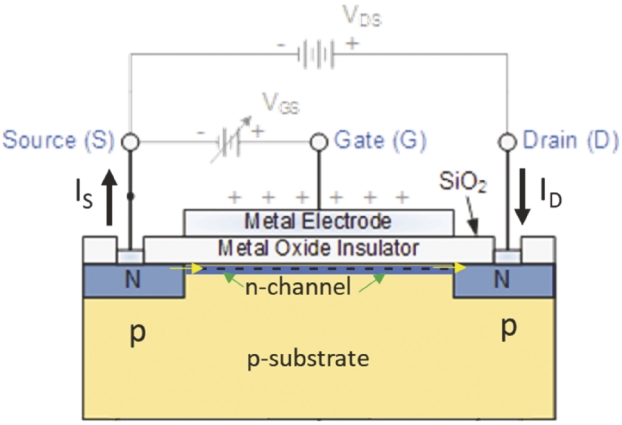

**FIGURE 7.24** Cross-section of an n-channel MOSFET.
Now let's look at MOSFETs. Figure 7.24 is a cross-section of a MOSFET. MOSFETs come in two basic flavors, namely n-channel and p-channel, which describes whether current inside the MOSFET is carried by electrons or by holes, respectively (but not both, as this is a unipolar device). We limit this discussion to n-channel devices, n-MOSFETs, only because the voltages are all positive and we avoid a bunch of minus signs.
As shown in Fig. 7.24, the input to an n-MOSFET is a capacitor at the **gate** (G) formed by a metal layer, which is the gate electrode, an oxide layer, the **gate oxide**, which is the capacitor's dielectric, and the p-type substrate, which forms the other electrode. The term **substrate** is reserved for the bulk piece of material that the transistor is built on. There are p-n junctions at the **source** (S) and **drain** (D). Both the gate-to-source voltage ($\boldsymbol{V_{GS}}$) and drain-to-source voltage ($\boldsymbol{V_{DS}}$) are positive when the MOSFET is operating. Note that the semiconductor under the gate is p-type Si, and the source and drain are both n-type Si. For a positive $V_{DS}$, the drain p-n junction diode is reverse-biased. That is a good thing, or current could flow into the substrate and then into the forward-biased source junction, effectively short-circuiting the entire transistor. Because of this reverse bias, no current flows through the drain until you do something to the gate voltage, as discussed next.
When the gate electrode is biased positively w.r.t. the source, and substrate, electrons accumulate on the negative plate just as you would expect in any capacitor. These electrons get there by entering through the S contact and go the bottom side of the gate oxide, the surface that is inside the MOSFET below the gate oxide. Electrons on the bottom surface of the oxide create a conductive layer called the **channel**. The channel electrons, shown in Fig. 7.24, connect the drain to the source with some value of resistance, and this connection allows electrons to flow from source to drain. As the names imply, when the MOSFET is conducting drain-to-source current, $I_{DS}$, electrons enter at the source and exit at the drain, as shown by the yellow arrows. Since the direction of current is opposite that to the motion of the electrons, the source current, $I_S$, leaves the MOSFET at the source contact and drain current, $I_D$, enters the MOSFET at the drain contact.